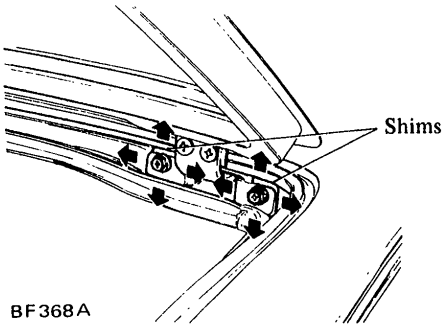

Fig. BF-32 Adjusting tail gate hinge
1. The fore-and-aft adjustment is correct when the clearance between tail gate and roof is held within 3.5 to 5.5 mm (0.138 to 0.217 in). If necessary, adjust it by shim(s) between hinge and body. The rear end of tail gate should be made flush with rear fender. See Figure BF-32.